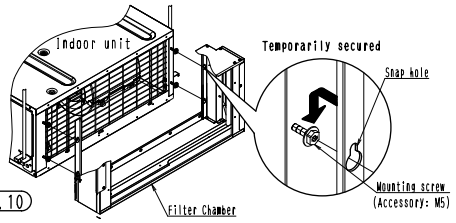
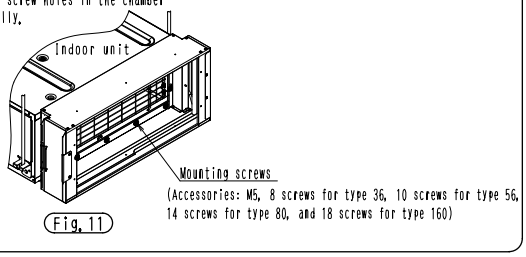

Fig. 10
Fig. 11
(1) Attach the mounting screws provided with the kit to the 4 points of the indoor unit. (Fig. 10)
(2) Temporarily secure the chamber with the screws prepared in (1) through the snap holes from the inner side of the chamber.
(3) Tighten the 4 temporarily secured screws after tightening the provided mounting screws (Fig. 11)